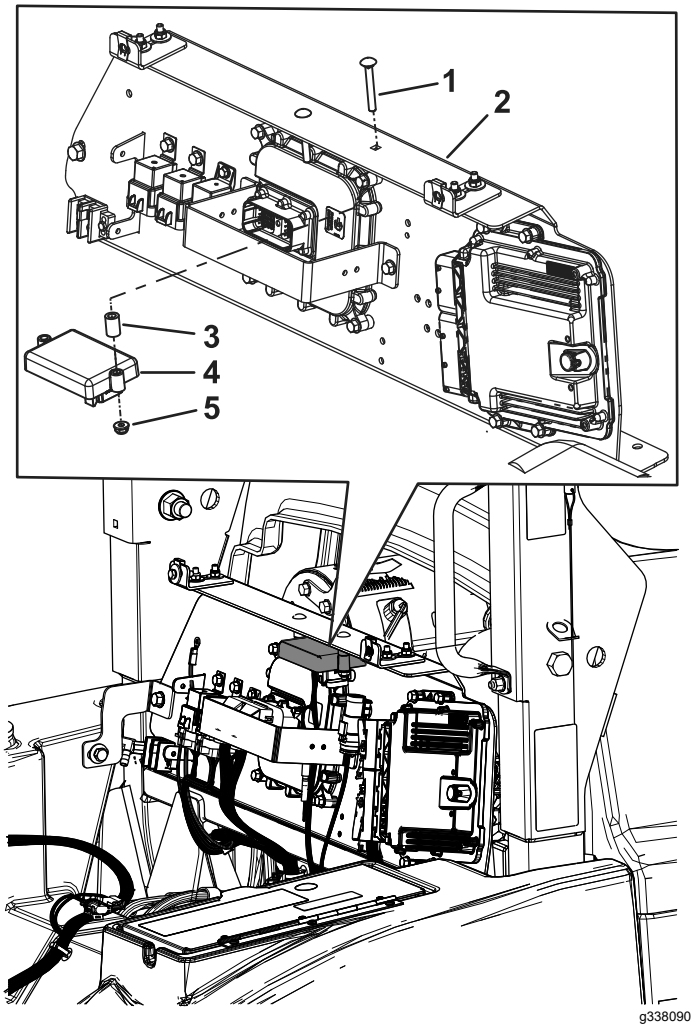

Figura 1
3. Montate il sensore di pendenza sul telaio della macchina con 2 bulloni a testa tonda (¼" x 2”), 2 distanziali e 2 dadi flangiati (¼”) per fissare il sensore di pendenza al telaio della macchina (Figura 1).